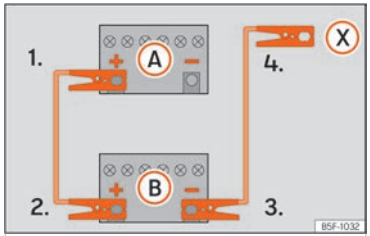

Fig. 155 Esquema de connexió per a vehicles sense sistema Start Stop.
2. Emborneu un extrem del cable *vermell* d'emergència al pol positiu (+) del vehicle amb la bateria descarregada (A).
3. Emborneu l'altre extrem del cable *vermell* d'emergència al pol positiu (+) del vehicle que subministra el corrent (B).
4. *Vehicles sense sistema Start-Stop:* emborneu un extrem del cable negre d'emergència al pol negatiu (−) del vehicle que subministra el corrent (B) ››› fig. 155.